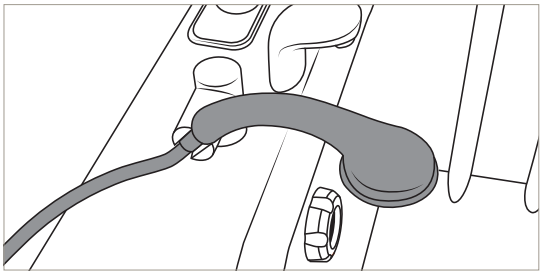

Afbeelding 66
27. Plaats de douchehandgreep terug in de houder. Zie Afbeelding 66.